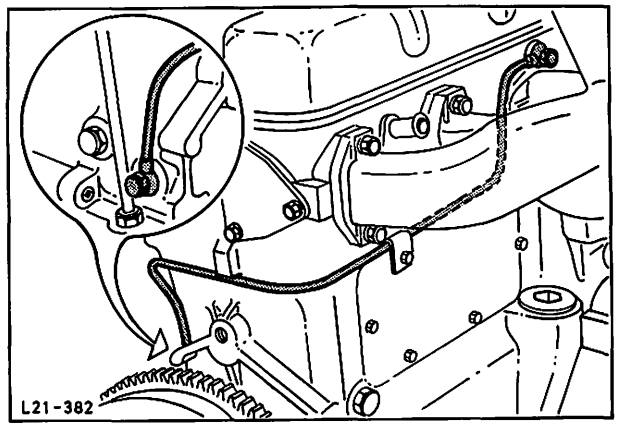

Abb. 83 Ölzufuhrleitung der Kipphebelwelle anbauen
61. Ölzufuhrleitung der Kipphebelwelle an Zylinderblock und Zylinderkopf mit neuen Dichtringen festziehen, Halter anbauen, Abb. 83.